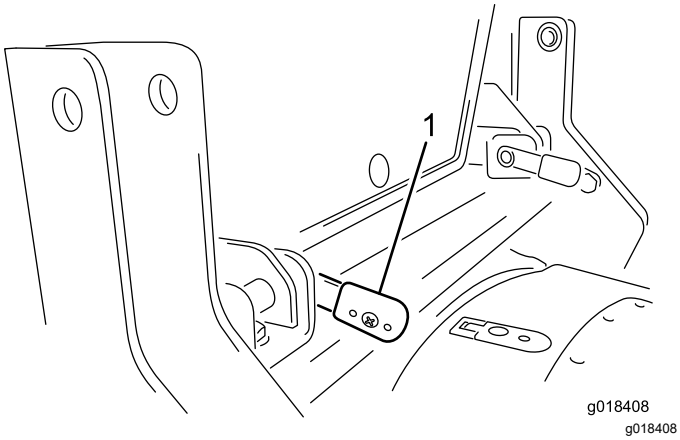

Bild 25
5. Drehen Sie die Griffe der Verriegelungsstifte waagerecht (Bild 25), und sichern Sie die Verriegelungsstifte mit den beiden Splinten.